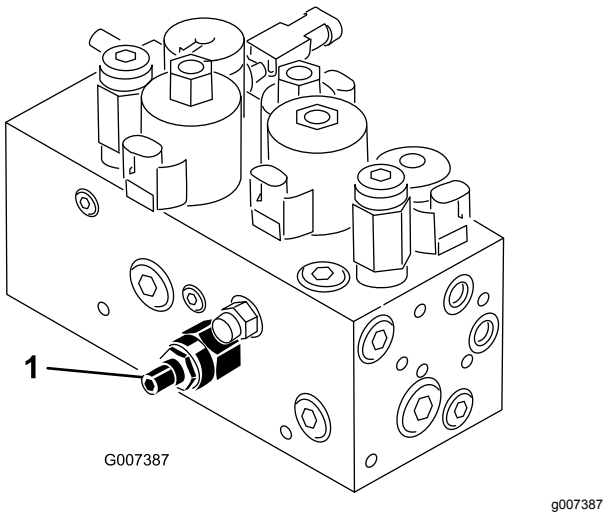

Figur 56
Klippeenhedsløftets/-sænkningens kredsløb er udstyret med en strømreguleringsventil (Figur 56). Denne ventil er fabriksindstillet til ca. tre omdrejninger åben, men det kan være nødvendigt at justere den af hensyn til forskellige hydraulikolietemperaturer, klippehastighed m.m. Hvis det er nødvendigt at foretage justering, gøres det som følger:
1. Hæv sædet, og find strømreguleringsventilen til den midterste trækramme (Figur 56), som er placeret på siden af hydraulikmanifolden.